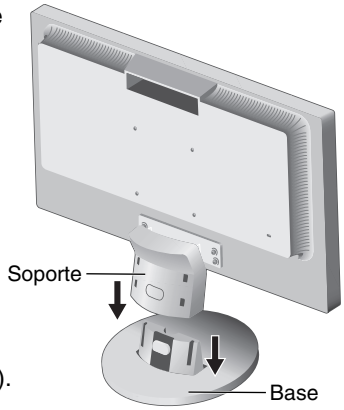

Figura S.1
1. Sujete el soporte de la base al soporte. Los tornillos de bloqueo del soporte de la base deben encajar en el orificio del soporte (**figura S.1**).